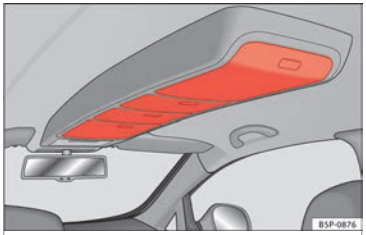

Fig. 87 Roof storage compartments.
– Press the button on the cover to open these compartments ››› Fig. 87. The cover will then open.